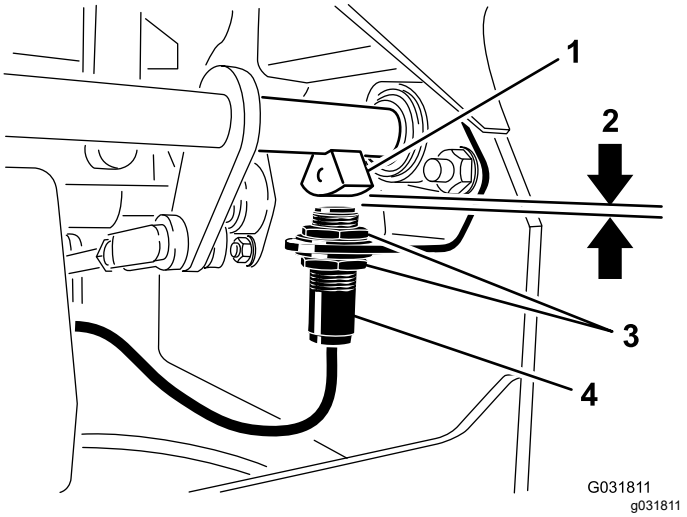

Figuur 45
4. Beweeg de schakelaar op of neer op de beugel tot de afstand tussen de sensor van de remas en de plunjer van de schakelaar 4 mm bedraagt; zie (Figuur 45).